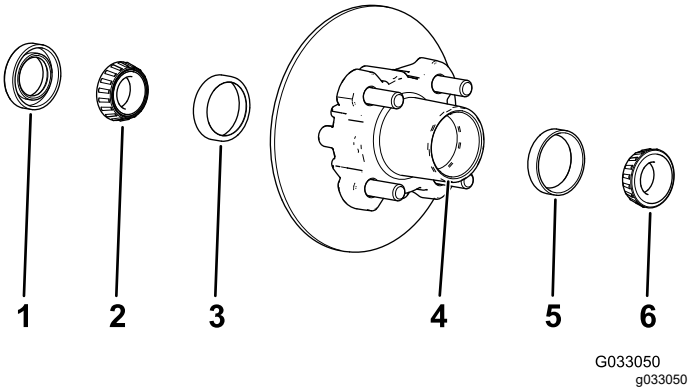

Figur 26
1. Fjern det udvendige leje og lejeløberingen fra navet (Figur 26).
2. Fjern forseglingen og det indvendige leje fra navet (Figur 26).
5. Rengør navets fordybning for alt smøremiddel, snavs og tilsmudsning (Figur 26).
7. Fyld navets fordybning 50 til 80 % med det anførte smøremiddel (Figur 26).
8. Monter det indvendige leje på lejeløberingen på den indvendige side af navet, og monter forseglingen (Figur 26).